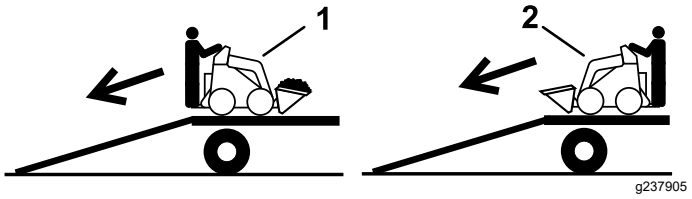

Figuur 20
2. Rij de machine van de aanhanger met de zwaarste kant naar de bovenste zijde van de oprijplaat gericht, en zorg dat de lading onderaan zit (Figuur 20).